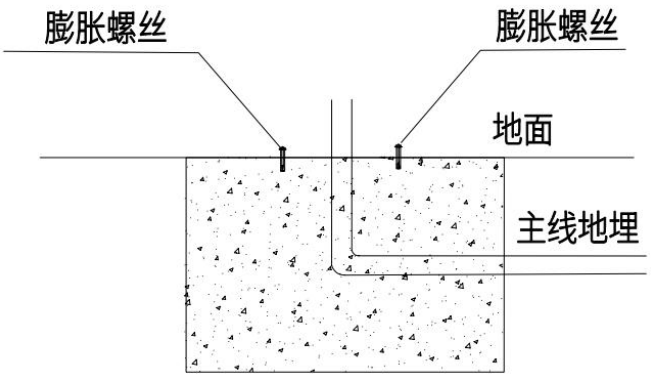

图 4
4、在预浇好的水泥地基上画出立柱固定螺丝孔位，再用 12mm 的冲击钻打 4 个孔装上 M10 的膨胀螺丝，如图 4。